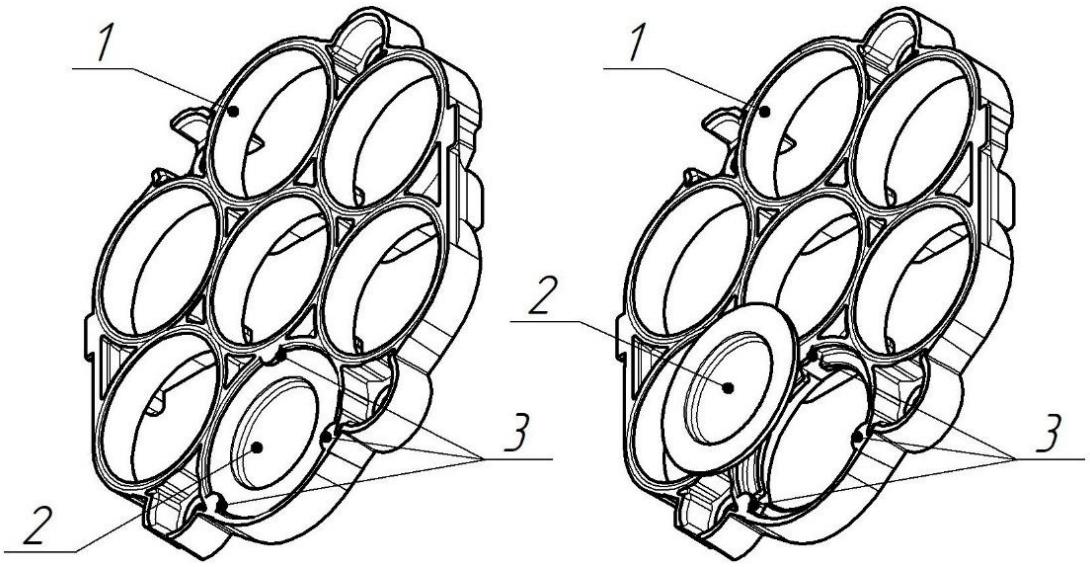

Рисунок 15 – Внешний вид процедуры замены мембраны звукоизвещателя
6) извлечь поврежденную мембрану (позиция 2), осторожно отогнув ее от трех удерживающих выступов (позиция 3) (рисунок 15);
7) установить новую мембрану звукоизвещателя (позиция 2), аккуратно подогнув ее под три удерживающих выступа (позиция 3), проследив что мембрана установлена ровно и не повреждена (рисунок 15);